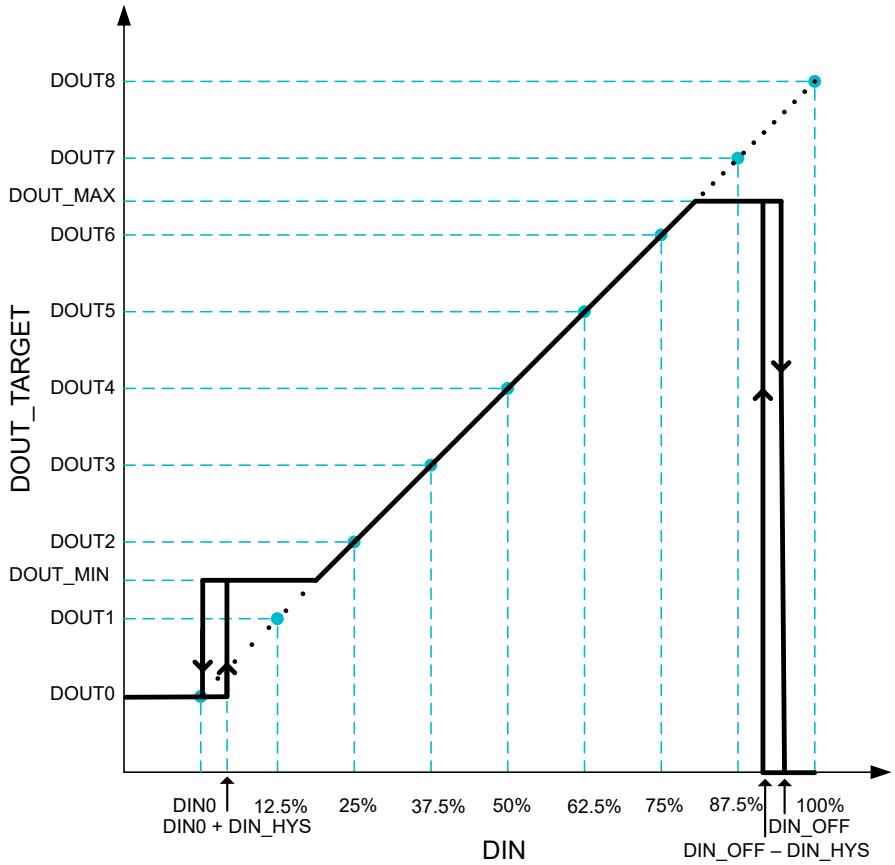
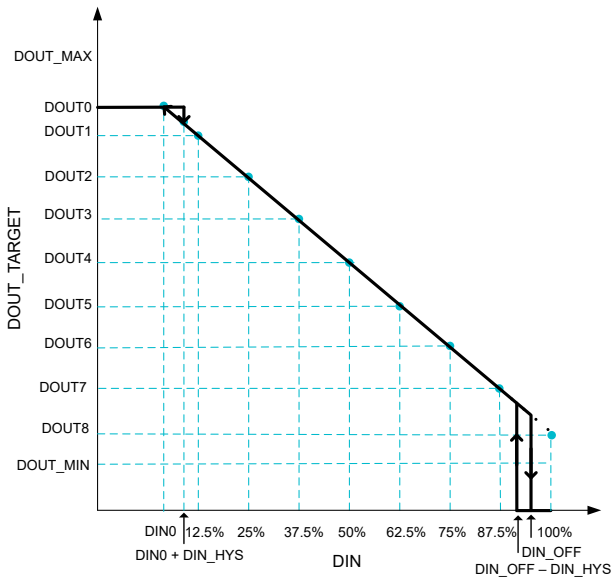
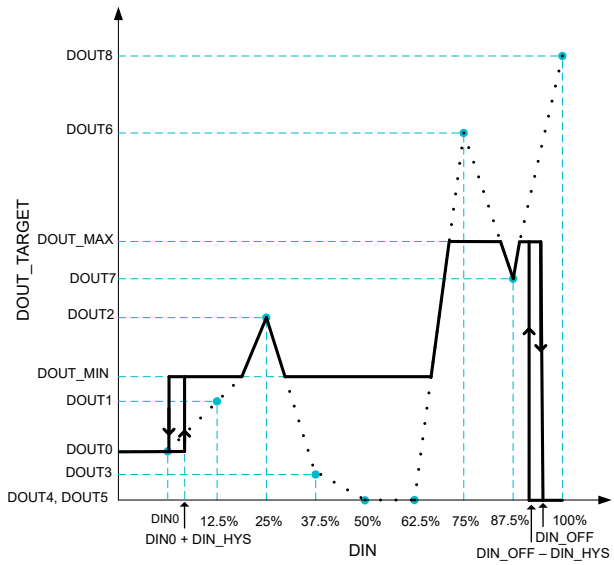

Figure 6-3. Duty Curve
Figure 6-4. Duty Curve - Negative Slope
Figure 6-5. Duty Curve - Mixed Slope
MC121 supports configurable duty curve as shown in Figure 6-3. This allows user to set the target output duty cycle (DOUT_TARGET) as a function of input duty (DIN) depending on the specific use-case enabling a single platform BLDC driver designs for different end applications.
- **DOUTx**: DOUTx sets the target output duty (DOUT_TARGET) at fixed intervals of input duty (DIN). DOUT1 sets the target output duty at DIN = 12.5%, DOUT2 sets the target output duty at DIN = 25% and so forth such that DOUT8 sets the target output duty at DIN = 100% . DOUTx can be used to configure a positive slope duty curve as shown in Figure 6-3 or to configure a negative slope as shown in Figure 6-4. DOUTx can also be used to configure mixed slope (positive, negative, and zero) as shown in Figure 6-5.